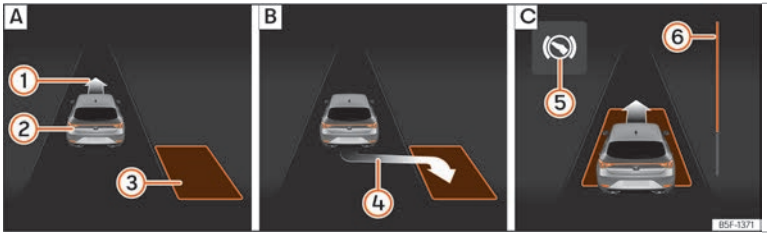
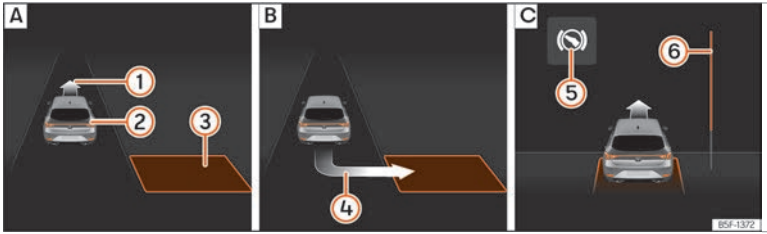

Fig. 199 Sur l'écran du combiné d'instruments : stationner en créneau. A Chercher une place de stationnement. B Position de stationnement. C Manœuvrer.
Fig. 200 Sur l'écran du combiné d'instruments : stationner en bataille. A Chercher une place de stationnement. B Position de stationnement. C Manœuvrer.
- Regardez sur l'affichage de l'écran du combiné d'instruments si la place « appropriée » a été détectée et si la position correcte pour stationner ››› fig. 199 B ou ››› fig. 200 B a été atteinte. La place sera considérée comme « appropriée » si l'indication de stationnement ④ apparaît à l'écran du combiné d'instruments.
- Reculez jusqu'à ce que retentisse le signal continu du ParkPilot ; **OU :** reculez jusqu'à ce que l'indication de passer en marche avant ››› fig. 199 C ou ››› fig. 200 C apparaisse à l'écran du combiné d'instruments ; **OU :** reculez jusqu'à ce que le message **Park Assist terminé** apparaisse à l'écran du combiné d'instruments. La barre de progression 6 indique la distance à parcourir ››› page 311.
- Reculez jusqu'à ce que retentisse le signal continu du ParkPilot ; **OU :** avancez jusqu'à ce que l'indication de passer en marche arrière apparaisse sur l'écran du combiné d'instruments. Le système de stationnement assisté dirige le véhicule en marche avant et en marche arrière jusqu'à ce qu'il soit centré sur la place ››› fig. 199 C ou ››› fig. 200 C.
La barre de progression ››› fig. 199 6 et ››› fig. 200 6 affiche symboliquement la distance relative qu'il reste à parcourir à l'écran du combiné d'instruments. Plus la distance est grande, plus la barre de progression est remplie. En circulant en marche avant, le contenu de la barre de progression diminue vers le haut, et en circulant en marche arrière, il diminue vers le bas.